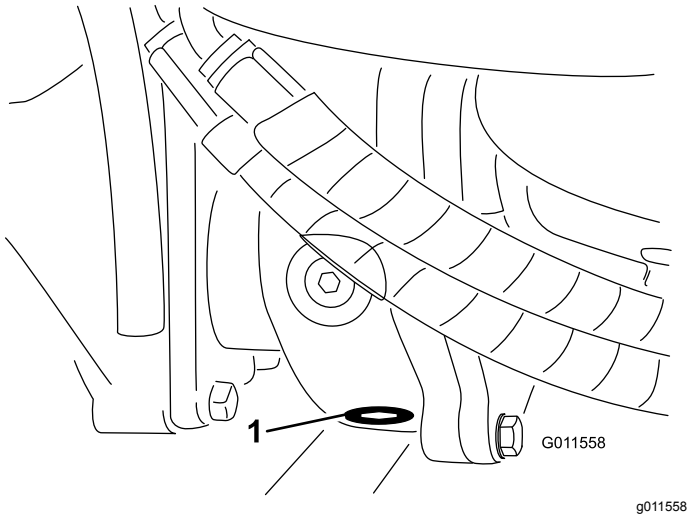

**Figur 72**
5. Rengjør området rundt tappepluggen på undersiden av girkassen (Figur 72).